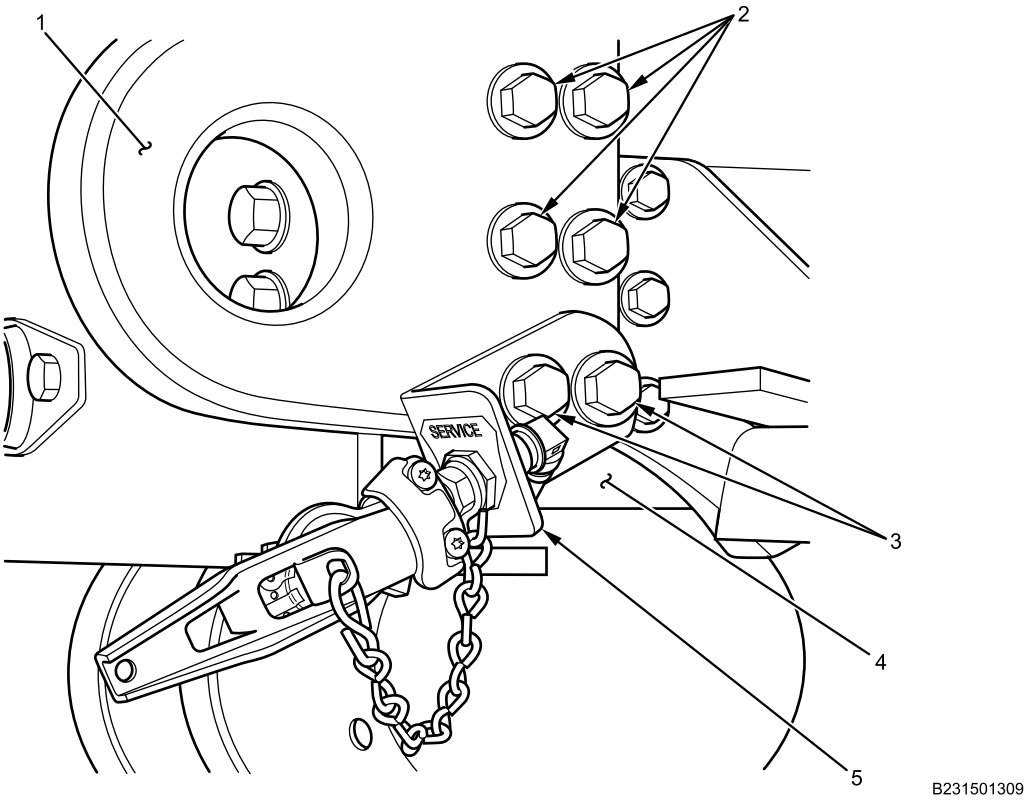

Figure 1. Side View of Right Rear Towing Eye.
1. Remove two bolts (Figure 1, Item 3) and nuts that attach gladhand (Figure 1, Item 5) to towing eye (Figure 1, Item 1).
2. Remove four bolts (Figure 1, Item 2) and nuts that attach towing eye (Figure 1, Item 1) to frame rail (Figure 1, Item 4).
3. Remove towing eye (Figure 1, Item 1) from frame rail (Figure 1, Item 4).